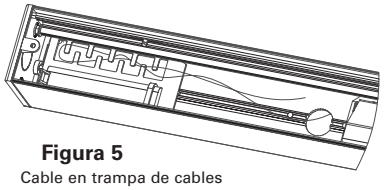

Figura 5
8. El largo sobrante del cable se puede mantener en su lugar en la trampa de cables (Ver la figura 5).
6. El largo sobrante del cable se puede mantener en su lugar en la trampa de cables (Ver la figura 5).
7. Si la luminaria se montará en la pared, primero afloje los tornillos de fijación que se encuentran en la parte trasera del alojamiento pivote. Luego quite el broche de bloqueo deslizándolo hasta el extremo del alojamiento pivote (Ver la figura 5). Gire el alojamiento pivote 90 grados y luego vuelva a colocar el broche de bloqueo. Ajuste los tornillos de fijación.